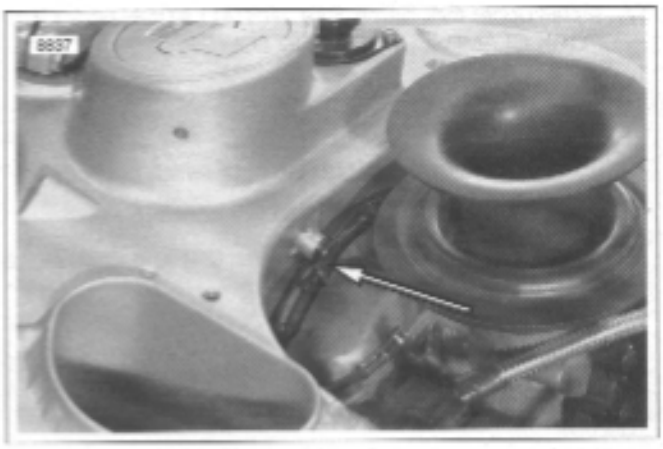

Figure 7-75. Wire Harness Clip
5. See Figure 7-75. Install clamp over portion of harness that leads to engine connectors. Install clamp as shown using new plastic tree fastener.